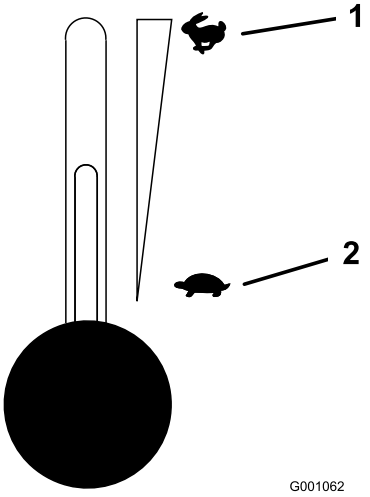

**Figur 13**
5. Flyt gashåndtaget til midterpositionen (Figur 13).
2. Flyt gashåndtaget midtvejs mellem hurtig og langsom position (Figur 13).